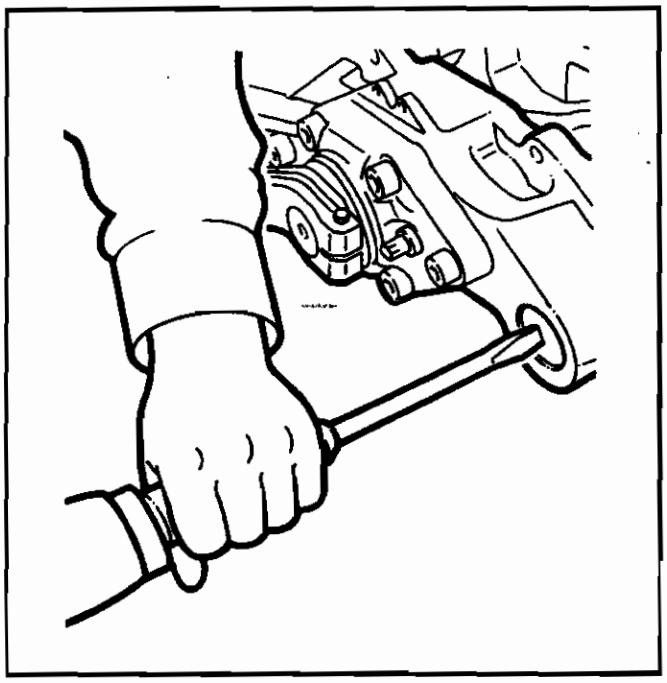

Figure 11.
3. Tap out and DISCARD the guide pin caps (Figure 11).